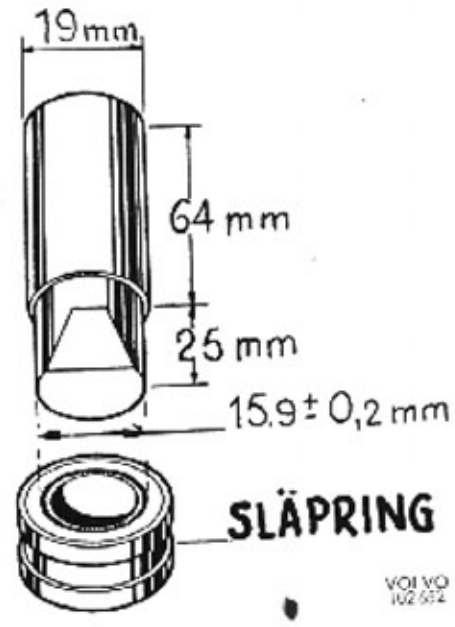

Bild 32-32. Pressverktyg för släpring
9. Släpringen sätts fast med hjälp av pressverktyg enligt bild 32-32.